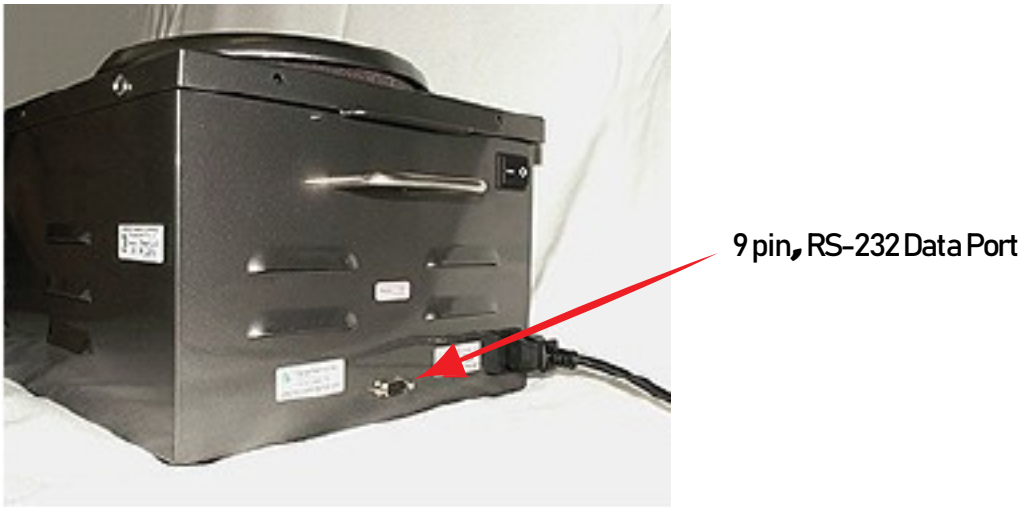

Figure2-2A: The RS-232 Data Port is a 9-pin port located on the rear side of the HST. Use only with RS-232 cables or RS232 adapters.
- Install and set terminal emulation software such as **Real Terminal (Figure 2-2A)** or **TeraTerm**